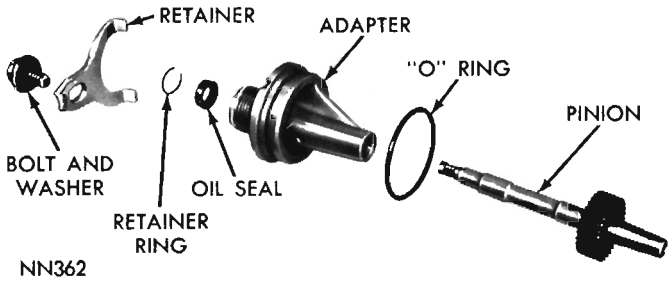
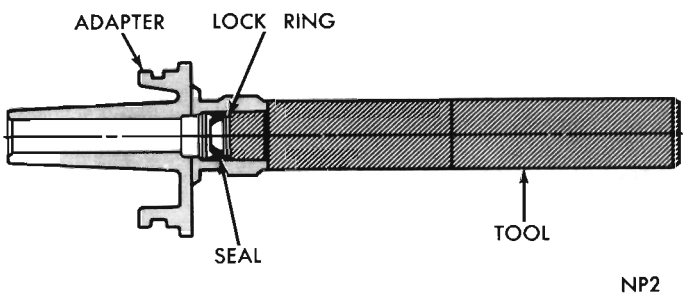

Fig. 9—Speedometer Pinion and Adapter—Disassembled
Fig. 10—Installing Speedometer Pinion Seal
(4) If transmission fluid is found in cable housing, replace seal in the adapter (Fig. 9). Start seal and retainer ring in adapter, then push them into adapter with Tool C-4004 until tool bottoms (Fig. 10).
(5) Note number of gear teeth and install speedometer pinion gear into adapter (Fig. 9).